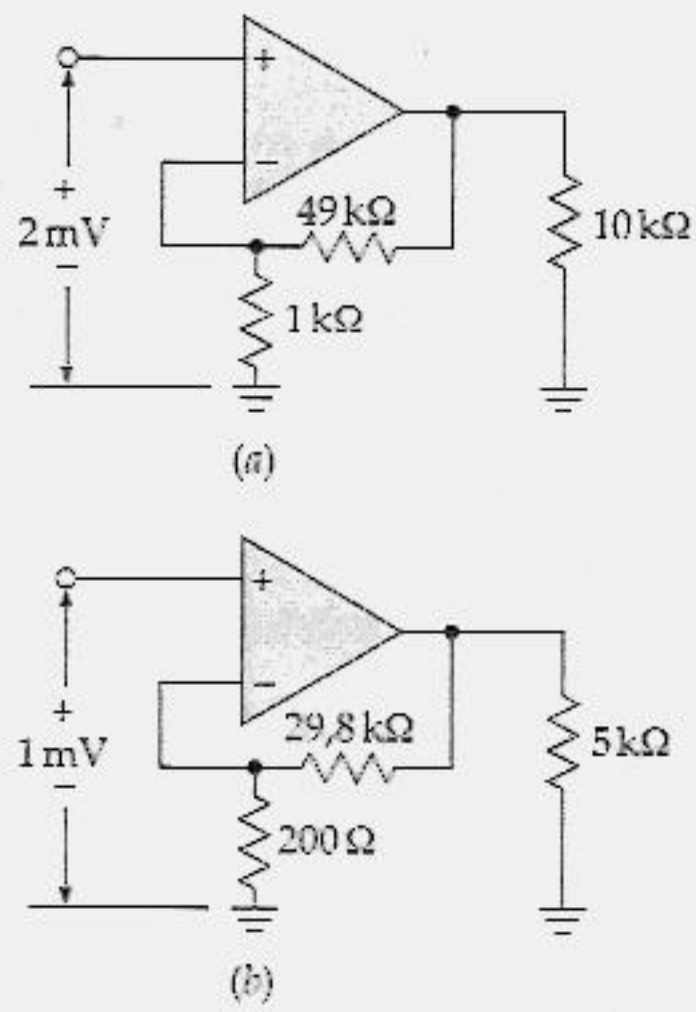
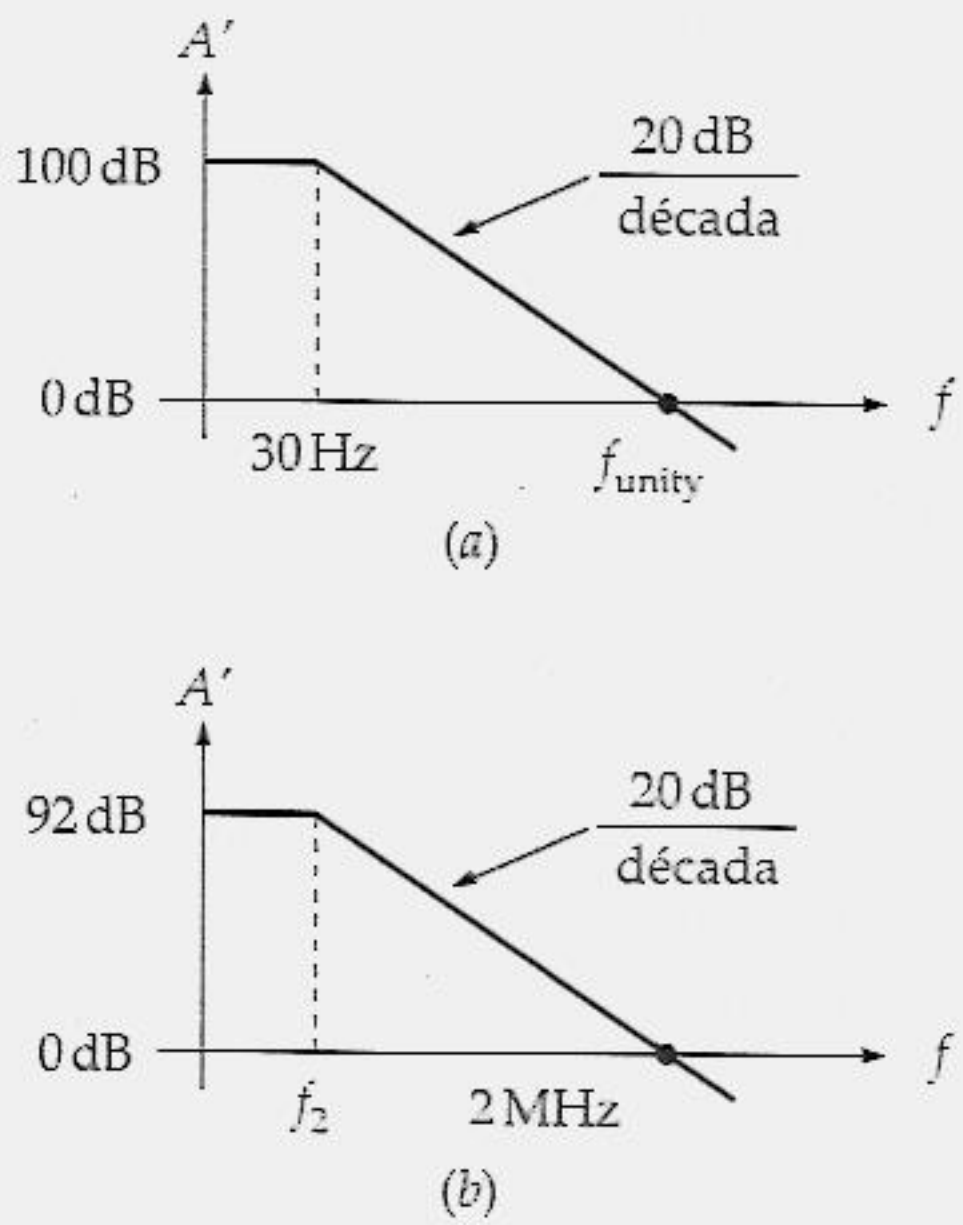

Figura 19.24
Figura 19.27
19.1 Se o amp op da Figura 19.24*a* tem um ganho de tensão diferencial de 20.000, qual o ganho de tensão?
19.2 Na Figura 19.24*a*, qual o valor da tensão de saída e da tensão de erro se o amp op tem um ganho de tensão de 300.000?
19.3 Suponha que o ganho de tensão do amp op da Figura 19.24*a* varie de 200.000 para 50.000. Qual a tensão de erro original? E a nova tensão de erro?
19.4 Se o amp op da Figura 19.24*b* tem um ganho de tensão diferencial de 80.000, qual o ganho de tensão?
19.5 Na Figura 19.24*b*, qual o valor da tensão de saída e da tensão de erro se o amp op tem um ganho de tensão de 50.000?
19.6 Suponha que o ganho de tensão do amp op da Figura 19.24*b* varie de 150.000 para 50.000. Qual a tensão de erro original? E a nova tensão de erro?
19.8 Qual a tensão de saída na Figura 19.24*a*?
19.9 Qual a tensão de saída na Figura 19.24*b*?
19.10 Qual a tensão sobre o resistor de 1 kΩ no circuito da Figura 19.24*a*? E a corrente através do resistor de 49 kΩ?
19.11 Qual a tensão sobre o resistor de 200 Ω no circuito da Figura 19.24*b*? E a corrente através do resistor de 29,8 kΩ?
19.13 Na Figura 19.24*a*, $A = 200.000$, $z_{in} = 5$ MΩ e $z_{out} = 50$ Ω. Quais as impedâncias de malha fechada de entrada e de saída?
19.14 Na Figura 19.24*b*, $A = 350.000$, $z_{in} = 4$ MΩ e $z_{out} = 65$ Ω. Quais as impedâncias de malha fechada de entrada e de saída?
19.16 O amp op da Figura 19.24*a* tem $A = 200.000$, $I_{in(bias)} = 50$ nA, $I_{in(off)} = 10$ nA e $v_{in(off)} = 0,5$ mV. Qual a tensão de compensação de saída?
19.17 O amp op da Figura 19.24*b* tem $A = 300.000$, $I_{in(bias)} = 100$ nA, $I_{in(off)} = 25$ nA e $\Delta V_{BE} = 3$ mV. Qual a tensão de compensação de saída?
19.26 Dado o circuito da Figura 19.27*a*, qual o ganho de tensão de malha aberta? E o valor de f_{unity}? E o produto ganho-largura de banda?
19.27 Um amp op tem o gráfico da Figura 19.27*a*) Qual a largura de banda de malha aberta se $A_{CL} = 200$?
19.28 Dado o circuito da Figura 19.27*b*, qual o valor de f_2? E o valor do produto ganho-largura de banda?
19.29 O amp op da Figura 19.24*a* tem o gráfico da Figura 19.27*a*. Qual a máxima tensão de pico sem distorção de saída em $f_{2(CL)}$ se a taxa de inclinação é 1 V/μs?
19.30 Um seguidor de tensão tem o gráfico da Figura 19.27*a*. Qual a largura de banda de malha fechada?